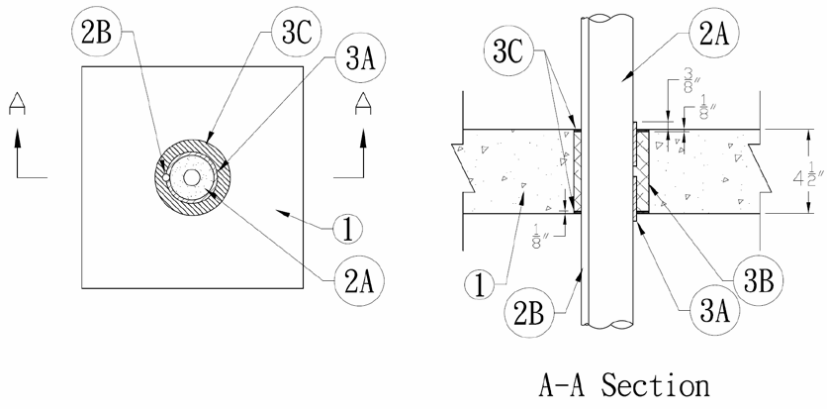

Figure 1. Through Penetration Firestop System
1. **SUPPORTING CONSTRUCTION:** Refer to Figure 1. Create a 4 in. diameter, round through-opening in a Code-conforming, 2 hour fire-resistance rated floor or wall assembly consisting of the following min. construction features:
2. **PENETRATING ITEM:** Refer to Figure 1 and Table 1. Position an insulated copper line set centered in the opening made in the Supporting Construction (Item 1). The AC line set shall consist of a nominal 3/4 in. (19mm) copper tube insulated with 3/4 in. (19mm) thick foam rubber insulation and a non-insulated nominal 1/4 in. (6.5mm) copper tube.
3. **FILL, VOID, OR CAVITY MATERIAL:** Refer to Figure 1 and Table 1. Apply the following materials as indicated below: